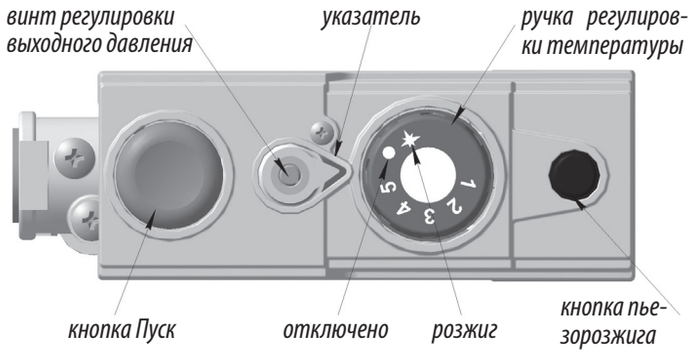

Рис. 9. Элементы управления на газовом блоке автоматики САБК-АТ.
- установить ручку газового блока (см. рис. 9) в положение «Розжиг»;
- нажать пусковую кнопку (6) на газовом блоке и подождать не менее 10 сек. (пока давлением газа не будет вытеснен воздух из магистрали запальной горелки), и зажечь запальную горелку нажав 2-3 раза на кнопку пьезорозжига (11). Допускается розжиг производить спичкой через смотровое окно;